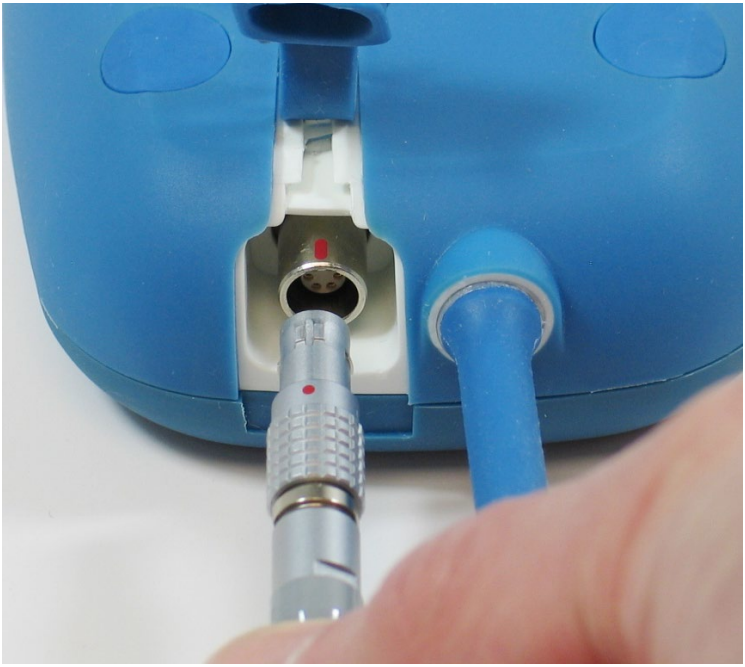

Rysunek 8: Wyrównanie złączy zasilania DC
4. Wyrównać czerwoną kropkę na złączu wyjściowym AC zasilacza sieciowego z czerwoną linią na złączu wejściowym zasilania ładowarki Vesta (patrz **Rysunek 8**), a następnie połączyć oba elementy.